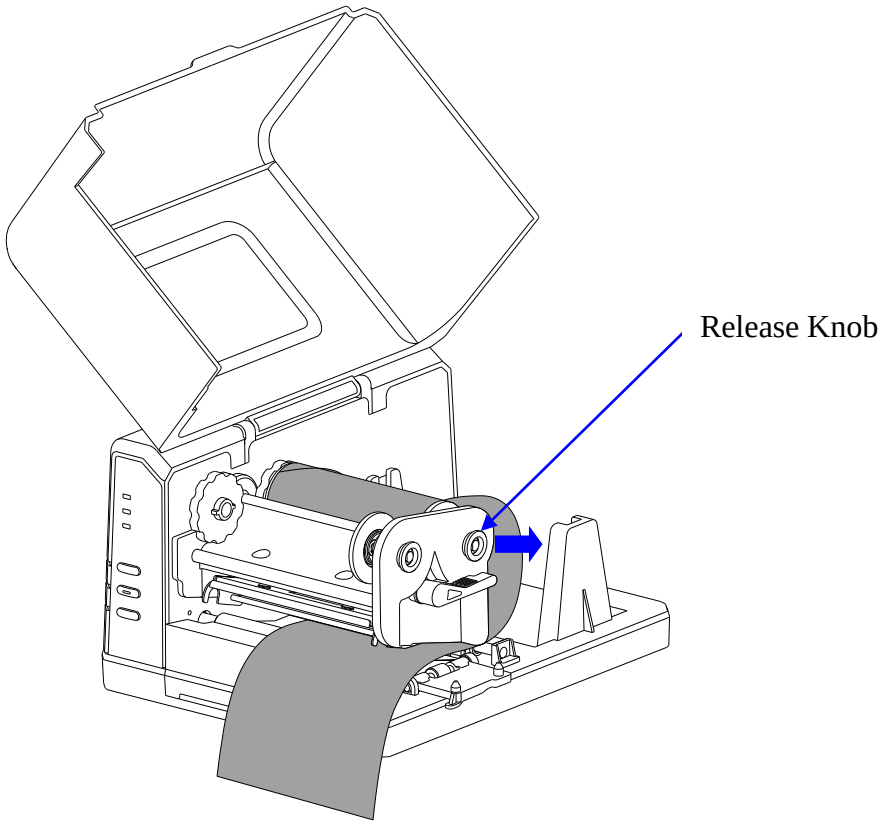

Figure 2-7 Load Ribbon Roll
3. Thread the ribbon under the Printhead module. Ensure the ink side of the ribbon is facing down. See Figure 2-7.